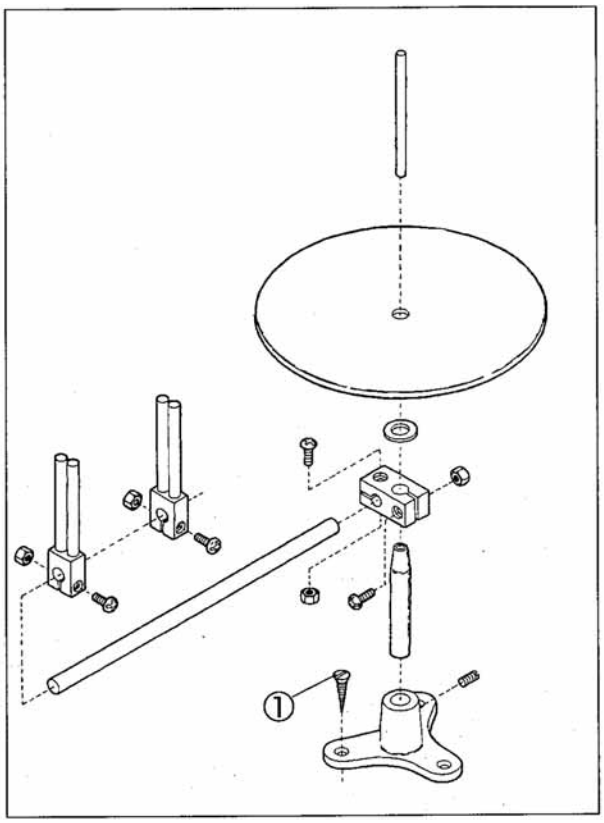

Рис. 7-3
(1) Произведите сборку держателя тесьмы в соответствии с рис. 7-3.